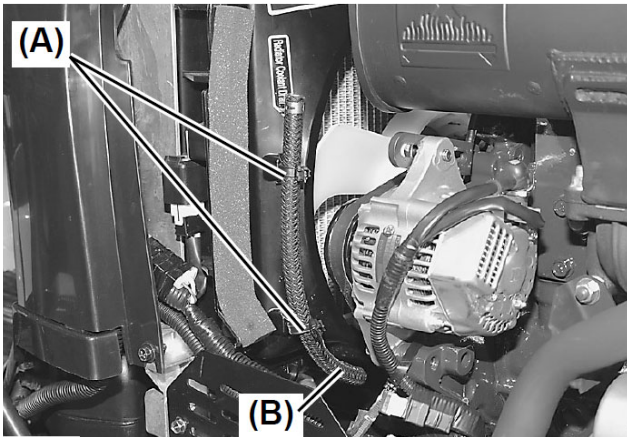

Fig. 3
6. Place a drain pan underneath the drain hose **(Fig. 3, (B))**.
7. Remove the two (2) drain hose clamps **(Fig. 3, (A))** on the drain hose **(Fig. 3, (B))** of the radiator.
9. Remove the two (2) bolts and the hose to remove the reserve tank. Drain the coolant from the reserve tank.
10. Reinstall the reserve tank. And plug the drain hose **(Fig. 3, (B))**.